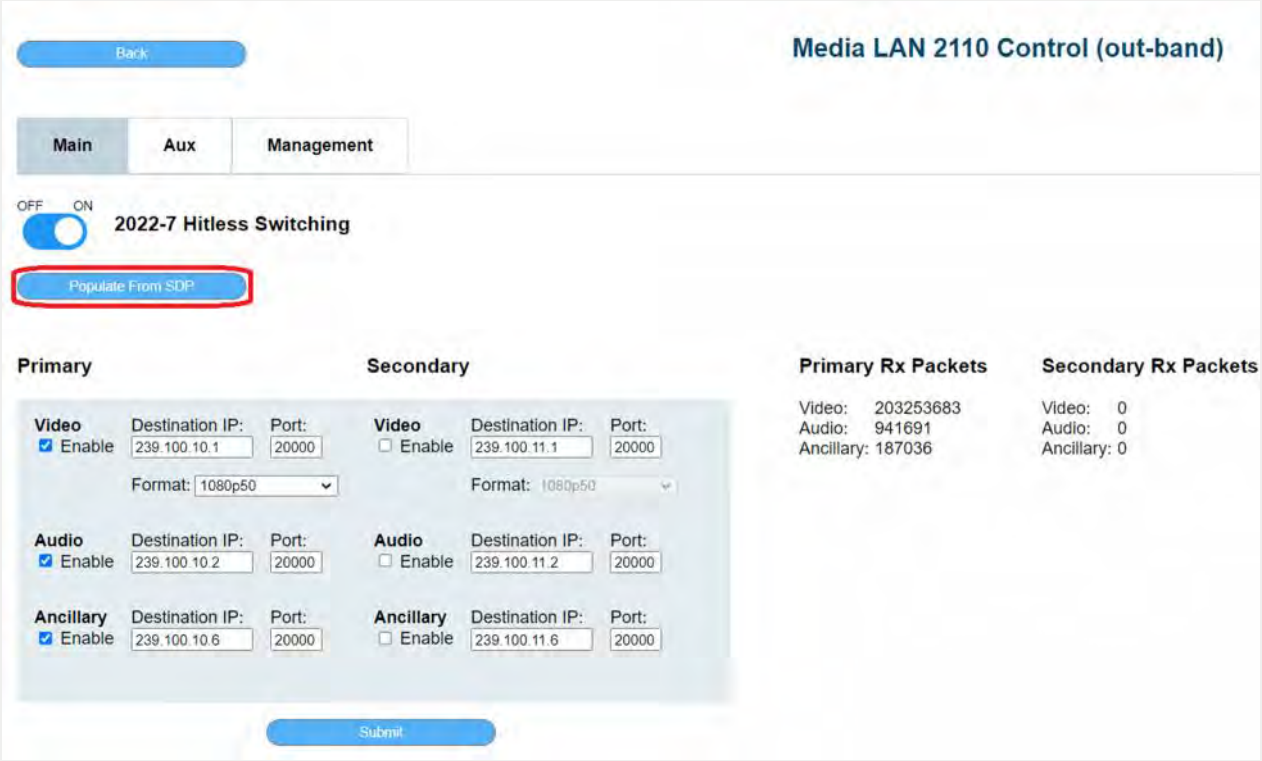

Figure 33. Main Populate From SDP Button
- SDP files may be used to populate the flow configurations for both primary and secondary (if enabled) flows. This is done using the "Populate From SDP" button at the top of each channels' tab just under the 2022-7 Hitless Switching toggle (Figure 33).